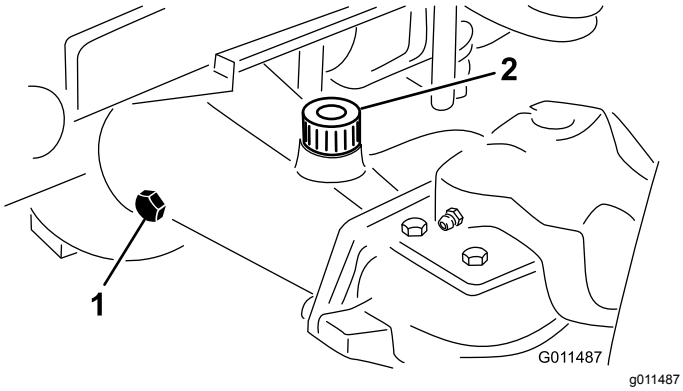

Figuur 16
2. Verwijder een controleplug van 1 uiteinde van de as en controleer of het smeermiddel tot aan de onderkant van de opening komt (Figuur 16).